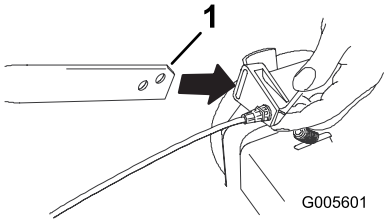

Figura 3
1. Encaixe um apoio de cabos na extremidade do manípulo inferior esquerdo (Figura 3).